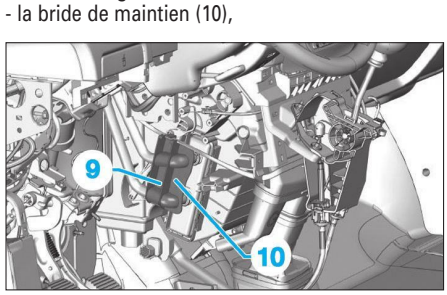

**Fig. 20**
- la vis (9) **(Fig.20)**,
- la bride de maintien (10),